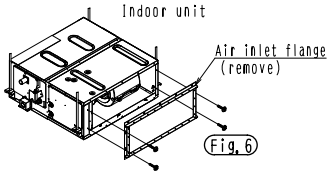

Fig. 6
(3) Remove the air inlet flange of the indoor unit. (Fig. 6)